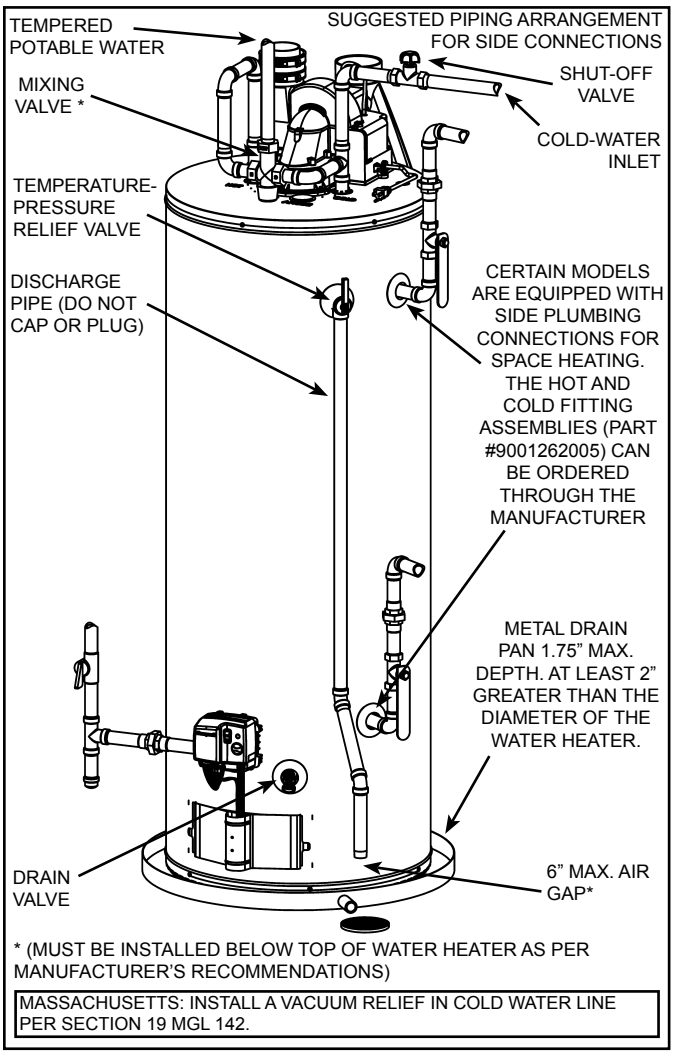
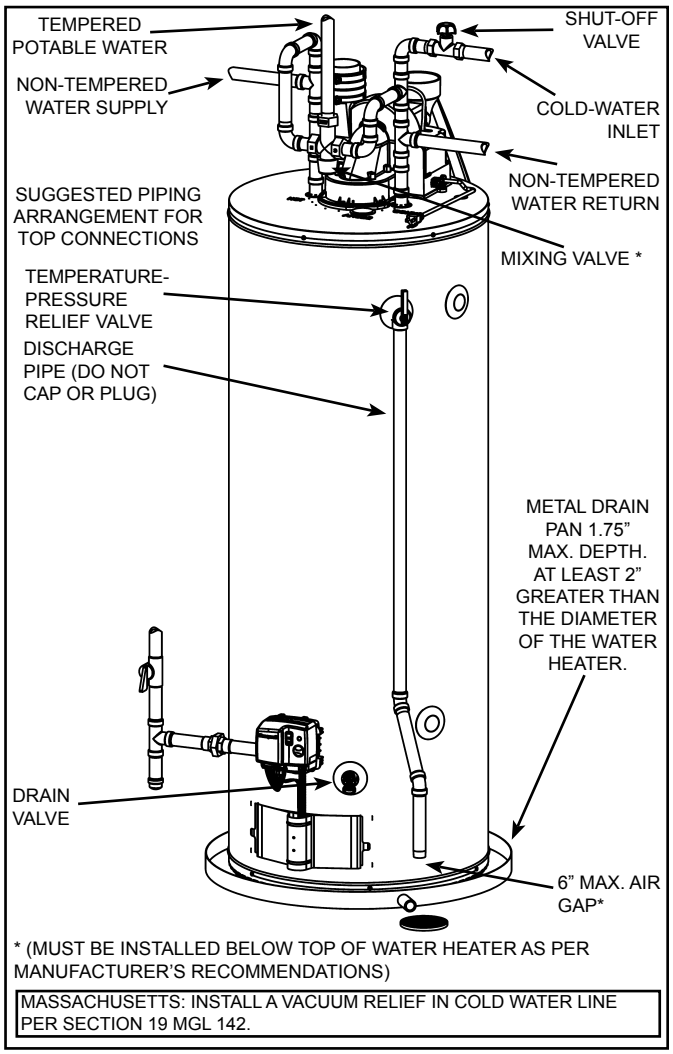

**Figure 7.**
**Figure 8.**
Models equipped with Combo Heating capabilities have the two side plumbing taps plugged (item 7 and item 10 in Figure 1 and see also Figure 7 & Figure 8). If the heater is to be installed in a Combo Heating application, these plugs must be removed.
In addition to using lowest possible temperature setting that satisfies demand of application, a mixing valve should be installed at water heater (see Figure 7 & Figure 8) or at hot-water taps to further reduce system water temperature. Mixing valves are available at plumbing supply stores. Consult a Qualified Installer or Service Agency. Follow mixing valve manufacturer's instructions for installation of the valves. Before changing the factory setting on the thermostat, read the "Operating The Temperature Control System" section in this manual.